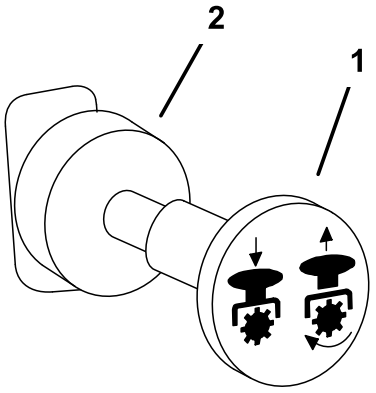

Figur 16
1. Koppla ur kraftuttaget, flytta rörelsereglagespakarna till det neutrala låsläget och dra åt parkeringsbromsen (Figur 16).
4. Dra ut kraftuttagsbrytaren (PTO) för att koppla in kraftuttaget (Figur 16).
Tryck in kraftuttagsbrytaren (PTO) för att stänga **av** kraftuttaget (Figur 16).